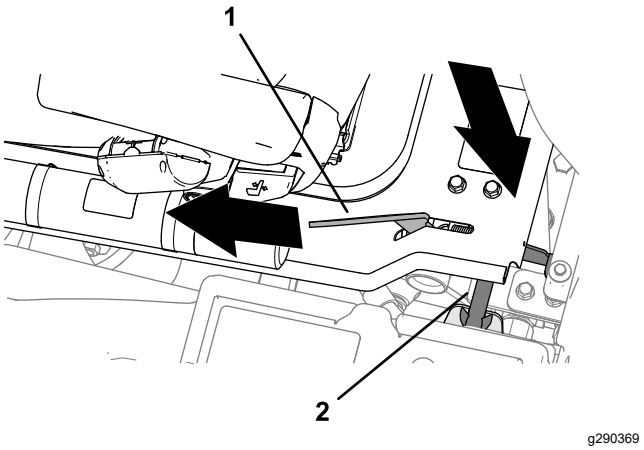

Figur 45
2. När plattformen närmar sig det helt nedsänkta läget för du plattformens spärrhandtag (Figur 45) i maskinens framåtriktning.